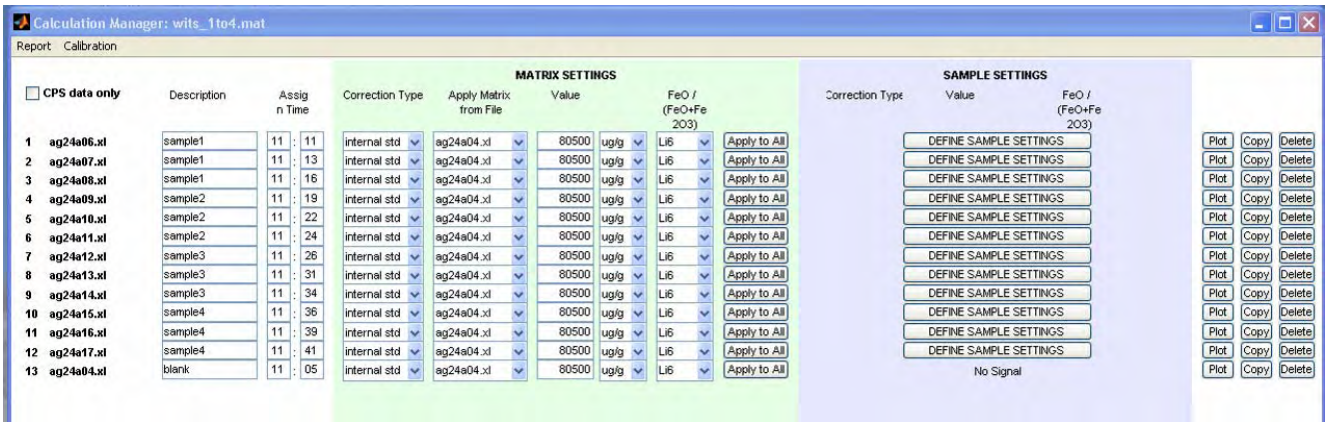

Figure 24
2. Choose for the blank measurement the correction type internal standard and give for Li the value 80500 µg/g (stochiometric calculation of the Li concentration in Lithium tetraborate) (Fig. 24)
3. Choose from the blank measurement to apply the matrix setting to all. (Fig. 24)